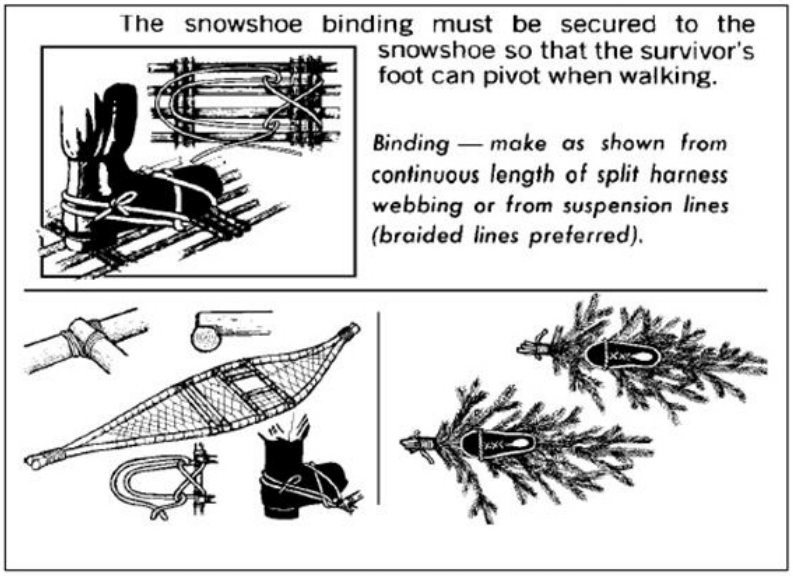

Figure II-10. Improvised Snowshoes
(1) Reduced daylight hours (***BE AWARE***).
(2) Deep soft snow (if movement is necessary, make snowshoes **[Figure II-10])**. Travel is easier in early morning or late afternoon near dusk when snow is frozen or crusted.